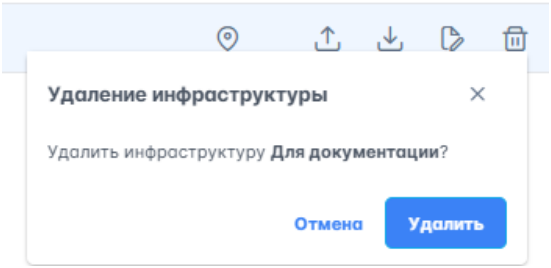

Рисунок 23 – Удаление инфраструктуры
1. В строке записи инфраструктуры нажать на , откроется окно подтверждения удаления (рисунок 23).